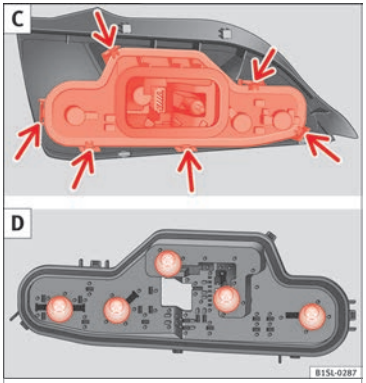

Fig. 150 Tail light unit: C: Remove the bulb holder, D: Remove the bulbs.
8. Unlock the bulb holder locking tab (arrow) »» Fig. 150 C and remove the bulb holder from the tail light.
9. Replace the faulty bulb by a new identical bulb »» Fig. 150 D.
10. Place the lamp holder in the tail light unit. The attachment tabs (arrow) should audibly click into place »» Fig. 150 C.